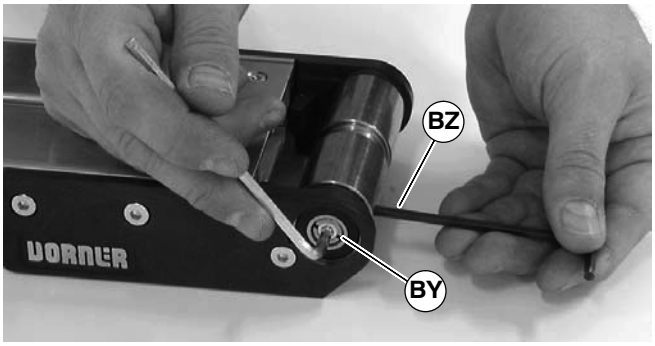

Figure 57
5. On both sides of pulley, use a 4mm hex-key wrench to tighten pulley taper screw (BY of Figure 57) to 8.5 Nm. Steady pulley with second hex-key wrench (BZ) inserted into pulley hole.